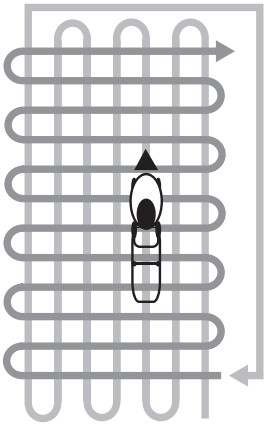

Рис. 14 Схема перпендикулярного скашивания
5. При скашивании в тяжелых условиях (п.3,4) рекомендуется проводить повторный покос с меньшей высотой скашивания. На Рис. 14 представлена схема движения газонокосилки при выбросе травы в травосборник.